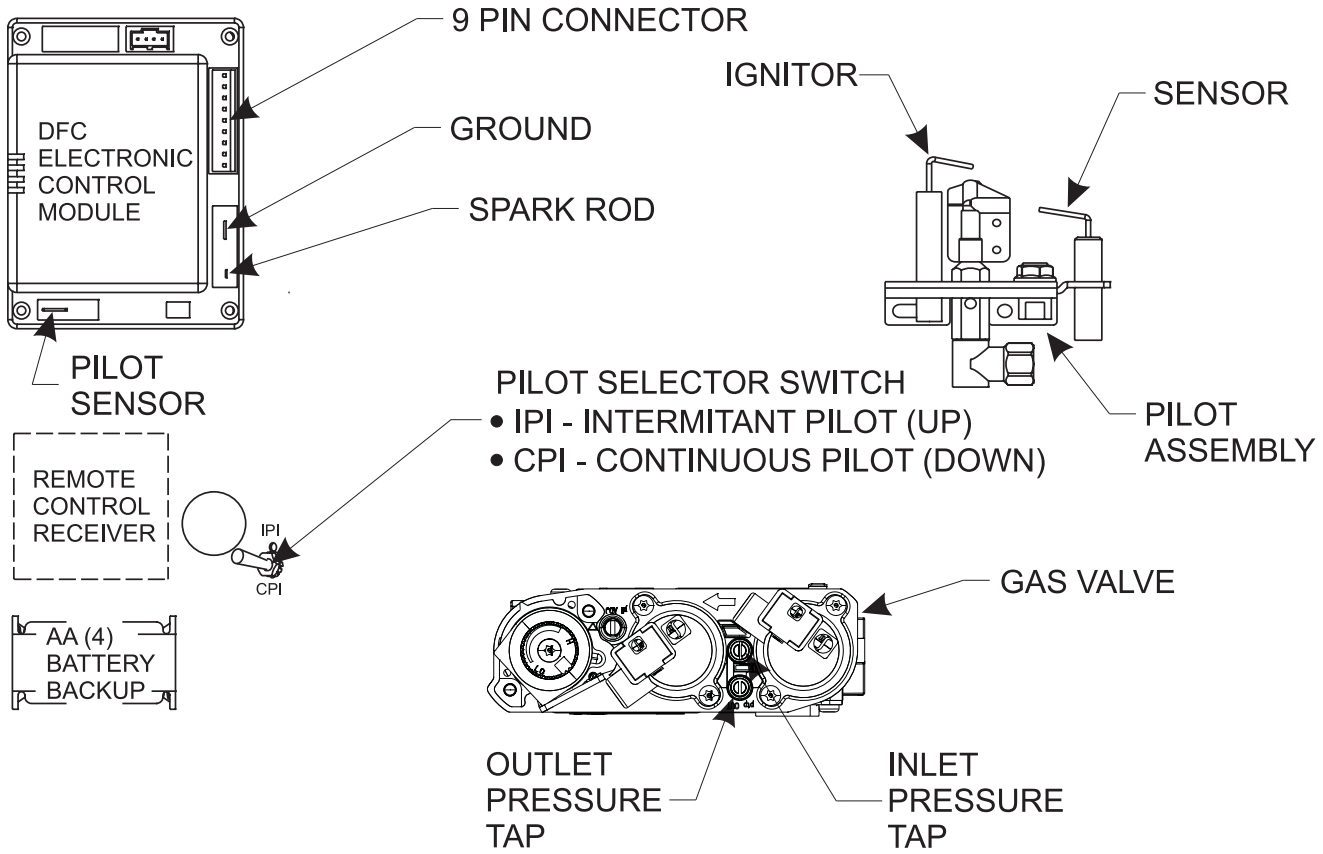

Figure 18
NOTICE: A small toggle switch is located on a bracket that is used to switch from IPI (upward position) to the CPI (downward position). See Figure 18.
3. The gas valve has inlet and outlet pressure taps as shown in Figure 18. Refer to page 8 for gas pressure requirements.
NOTICE: The gas control has a manual HI/LO flame adjustment knob (regulator) that allows you to increase or decrease the height of the burner flame. See Figure 18. Rotate the HI/LO knob counterclockwise to “HI” to increase the flame height, and clockwise to “LO” to decrease the flame height.
To connect the remote receiver to the appliance, first disconnect the ON/OFF switch wires from the white and green wire connectors and connect the wires from the remote receiver to the green and white wire connectors. See Figure 18.